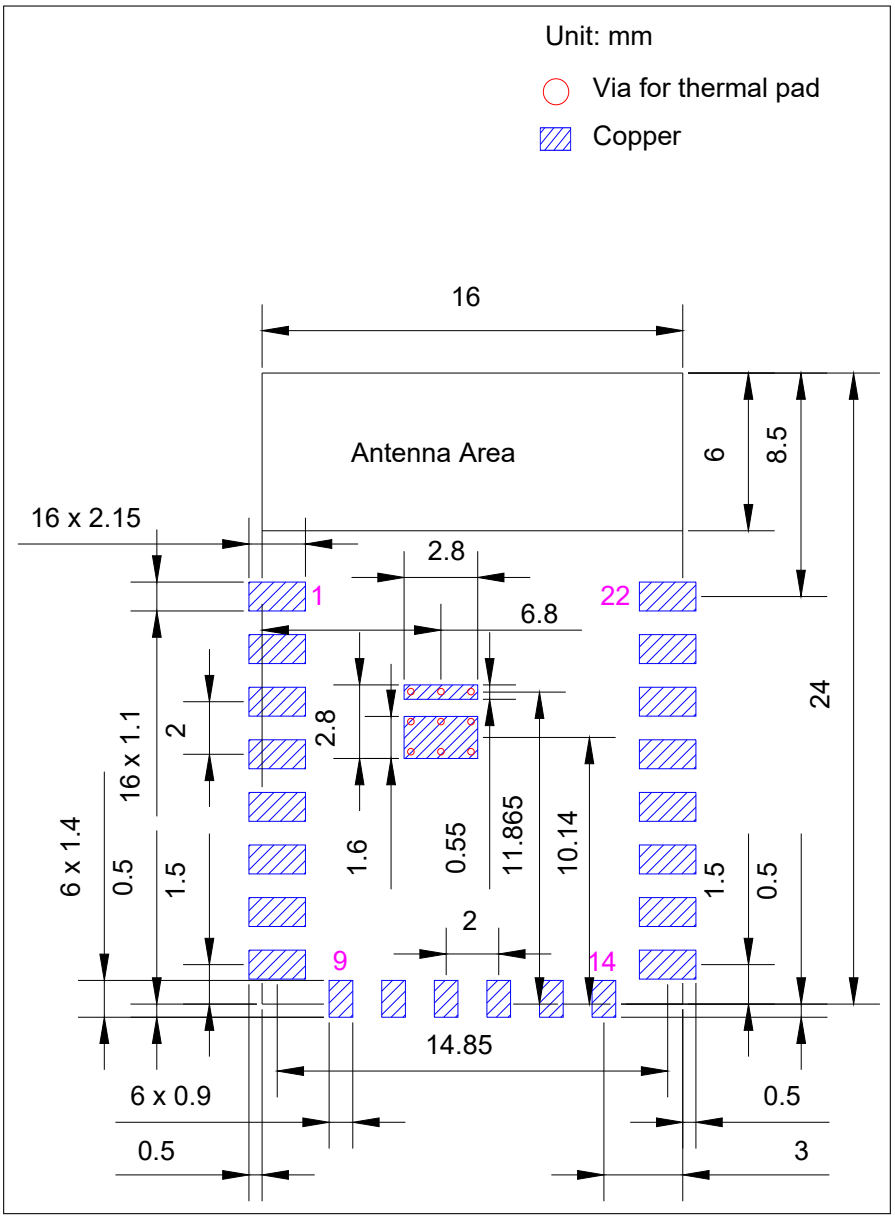

图 7: 推荐 PCB 封装图形
- 推荐 PCB 封装图，标有 PCB 设计所需的全部尺寸。详见图 7 *推荐 PCB 封装图形*。
- 推荐 PCB 封装图的源文件，用于测量图 7 中未标注的尺寸。您可用 Autodesk Viewer 查看 ESP8684-WROOM-01C 的封装图源文件。